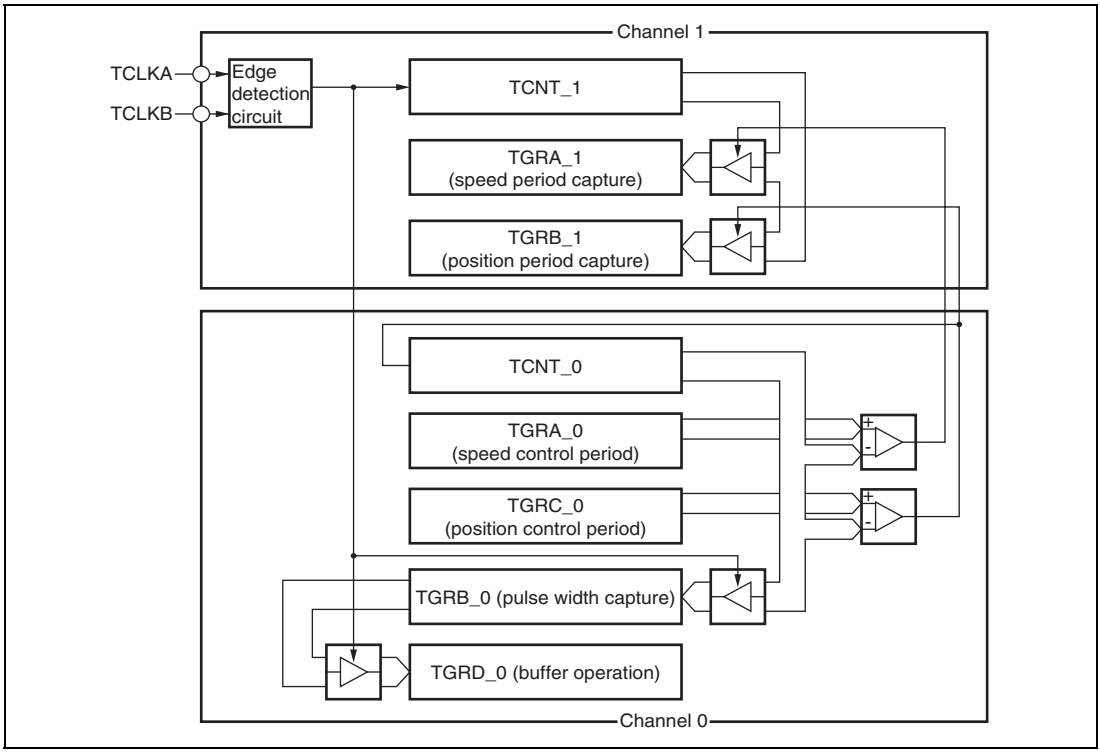

**Figure 10.34 Phase Counting Mode Application Example**
**Phase Counting Mode Application Example:** Figure 10.34 shows an example in which channel 1 is in phase counting mode, and channel 1 is coupled with channel 0 to input servo motor 2-phase encoder pulses in order to detect position or speed.